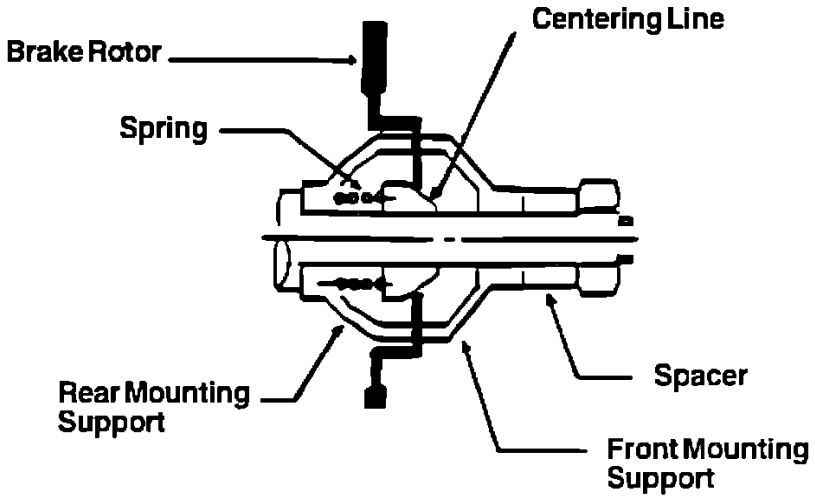

Figure 1
b. Secure the rotor on both sides and mount rotor using a centering cone. See Figure 1.